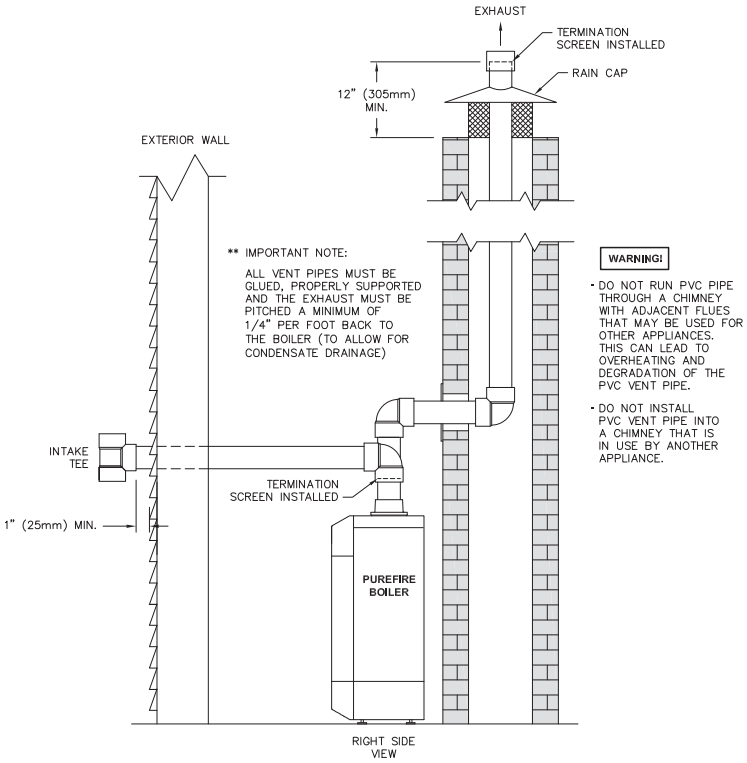

Figure 3.12: Venting Through a Chimney Using Sidewall Outside Air
f. Figure 3.12 shows this option using inlet air from a sidewall position.